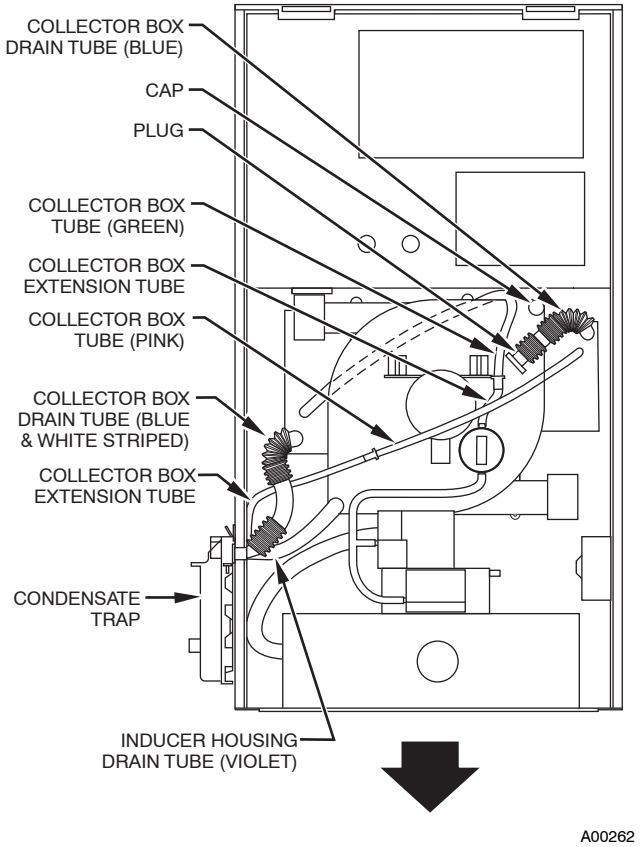

Fig. 9 - Downflow Tube Configuration (Left-Hand Trap Installation)
c. Route extended collector box drain tube directly from collector box drain to condensate trap as shown in Fig. 9.
a. Route inducer housing drain tube (violet label) directly from inducer housing to condensate trap as shown in Fig. 9.